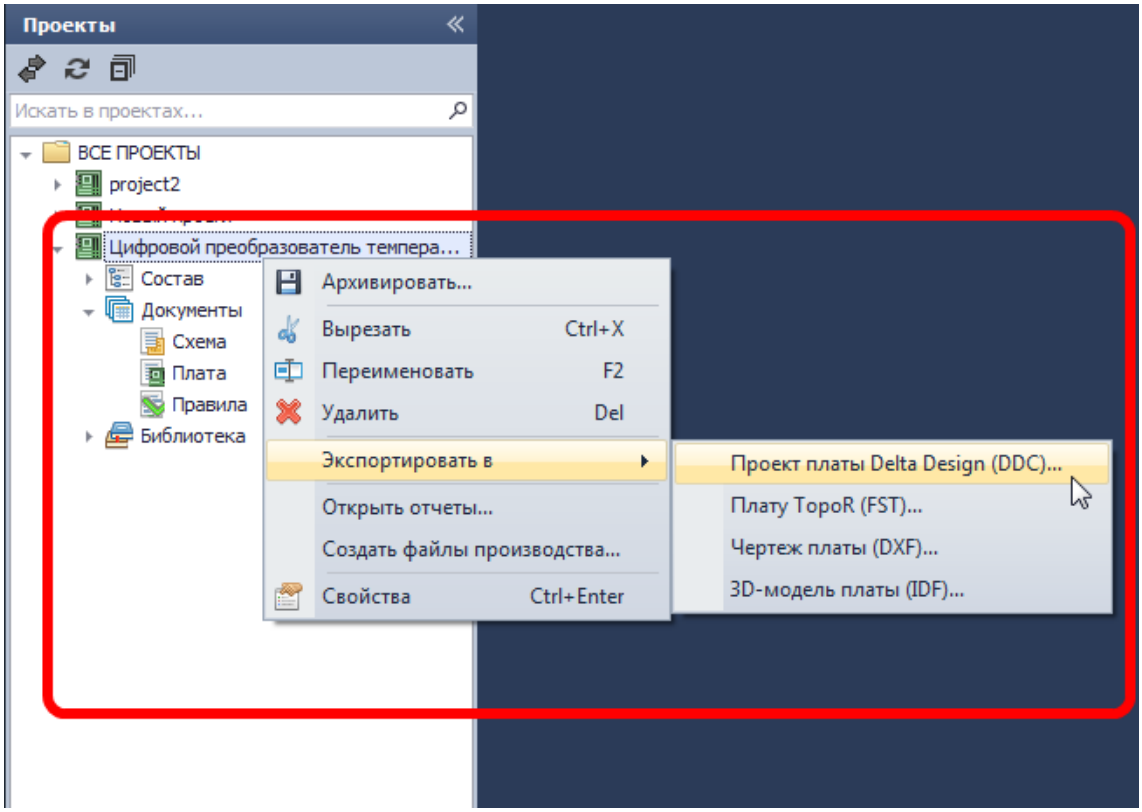

Рис. 372. Выбор типа экспорта
2. Выберите нужный проект, вызовите контекстное меню, и перейдите к пункт «Экспортировать в». Выберите тип экспорта проекта, см. Рис. 372.